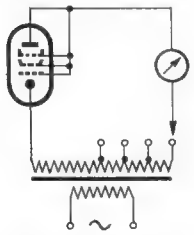

Bild 1. Prinzip der einfachen Emissionsprüfer (Klasse 1)
1. Emissionsprüfer, deren Anzeige in erster Linie von der Emission der geprüften Röhre abhängt. Gemäß **Bild 1** werden alle Elektroden außer Katode und Heizfaden mit der Anode verbunden, so daß die Röhre als Gleichrichter für die angelegte (meist niedrige) Wechselspannung wirkt. Macht man die Elektroden abschaltbar, so kann man außer der Katoden-Ergiebigkeit auch Elektrodenunterbrechungen feststellen, weil der angezeigte Anodenstrom um so stärker verringert wird, je näher die abgeschaltete oder unterbrochene Elektrode der Katode benachbart ist. Das Prinzip ist zur Feststellung von Fehlern, jedoch nicht zur Messung von Röhrendaten geeignet. Röhren mit kleinem inneren Widerstand bzw. großer Steilheit sind bei diesen Verfahren gefährdet.